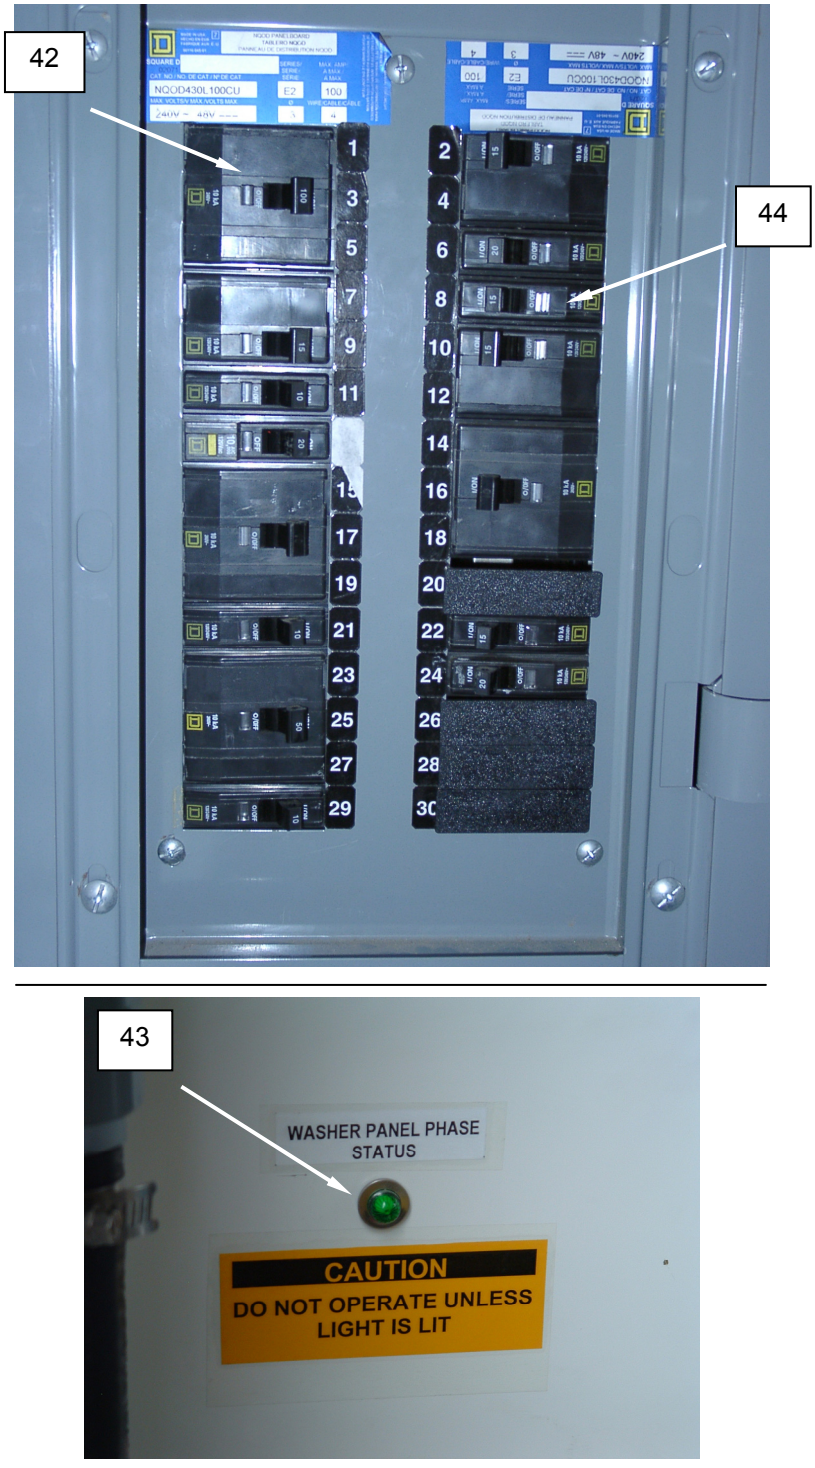

Figure 12. Check Phase Indicators.
1. Open the door to the main breaker panel and make certain that the main breaker **(Figure 12, Item 42)** is switched to the OFF position. All other breakers should also remain in the OFF position at this time.
5. Open the Main Breaker Panel and switch the main breaker to the ON position **(Figure 12, Item 42)**.
6. Switch breaker No. 8 (Control Panel) **(Figure 12, Item 2)** to the ON position.
Observe the Phase Indicator light **(Figure 12, Item 43)**. The indicator light should be illuminated. If not, switch breaker No. 8 (Control Panel) **(Figure 12, Item 44)** to the OFF position and immediately contact Facilities Support Section Power-Generation Personnel, Prime Power team, or Utilities team as necessary. A condition where the phase indicator is not illuminated indicates that the incoming power is not in proper phase and must be corrected before the CBL can be operated.
7. After verifying that the Phase Indicator light **(Figure 12, Item 43)** is illuminated, place each of the remaining breakers in the ON position. For a complete description of the function of each breaker, refer to WP 0004 00, “Controls and Indicators”.